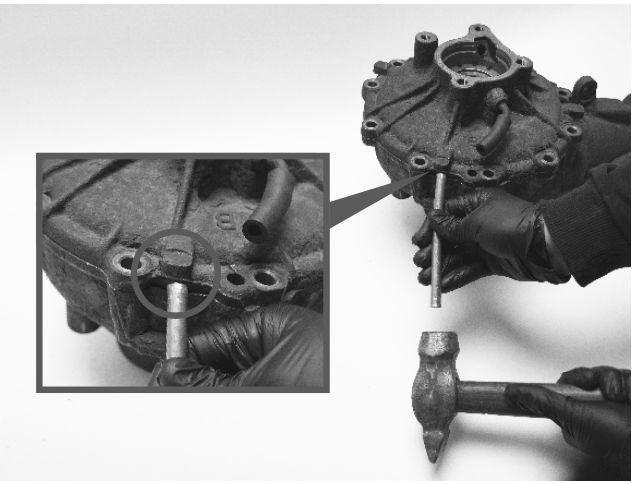

Рис. 6
1.10 Аккуратно отделите меньшую половину корпуса редуктора от большой. Чтобы не повредить сопрягаемые поверхности половин корпуса, используйте литые монтажные выступы на меньшей части. Уприте латунную выколотку или керн в один из выступов и слегка простучите молотком. Переходите по периметру, последовательно обстукивая каждый выступ, пока меньшая половина корпуса не отделится от большой. **(Рис. 6)**